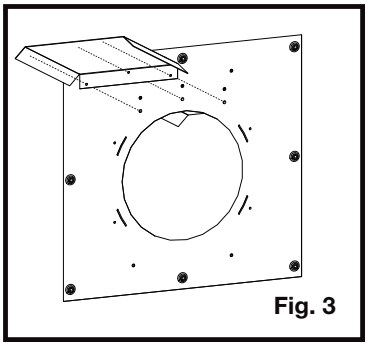

Fig. 3
3. Installez l’autre écran protecteur sur l’autre côté de l’espaceur coupe-feu (Figure 3).